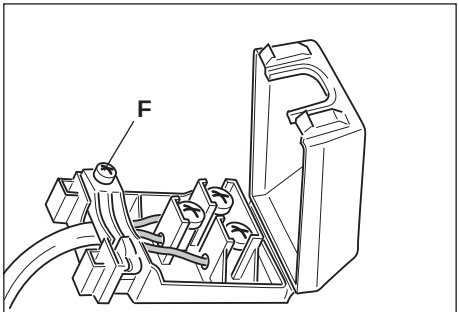

Fig. 3.2
- Aprire il fissacavo svitando la vite "**F**" (fig. 3.2), svitare le viti dei morsetti e togliere il cavo.